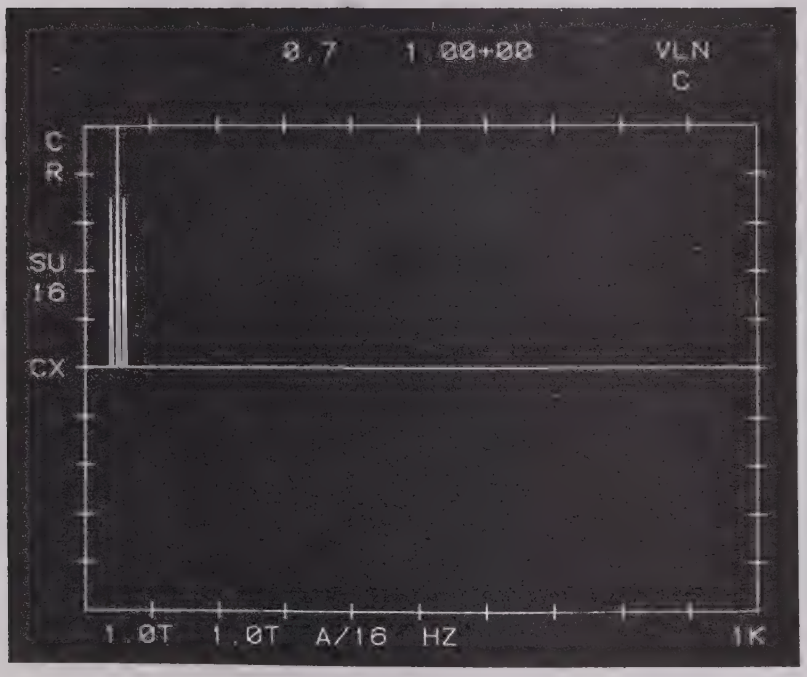

FIGURE S-5.
14. Depress: SHIFT 2 then 5 (refer to Figure S-5)